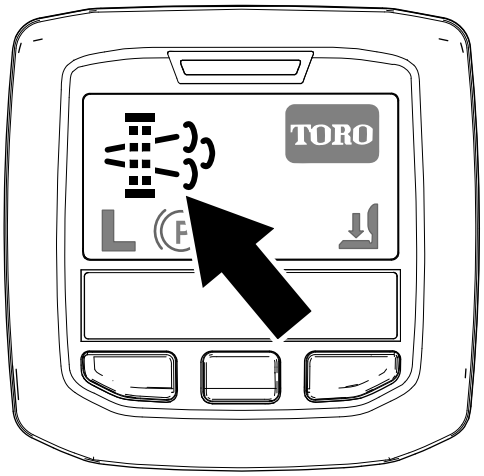

Figuur 40
- Het pictogram verzoek geparkeerde regeneratie verschijnt op het InfoCenter (Figuur 40).